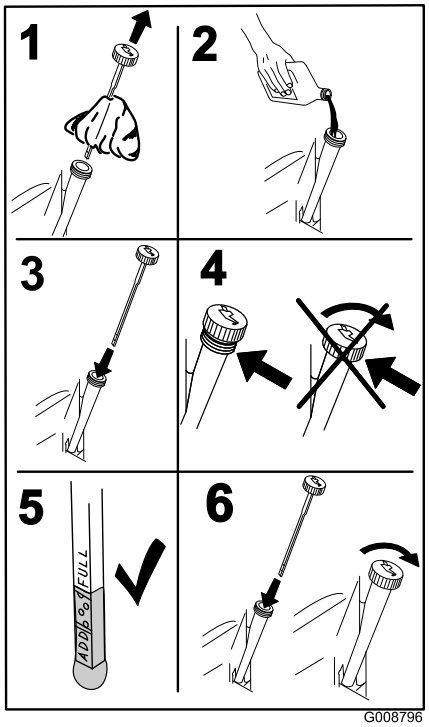

Figur 46
5. Slå langsomt cirka 80 % av den spesifiserte oljen ned i påfyllingsrøret, og tilfør sakte resten av oljen til den når **Full**-merket (Figur 46).